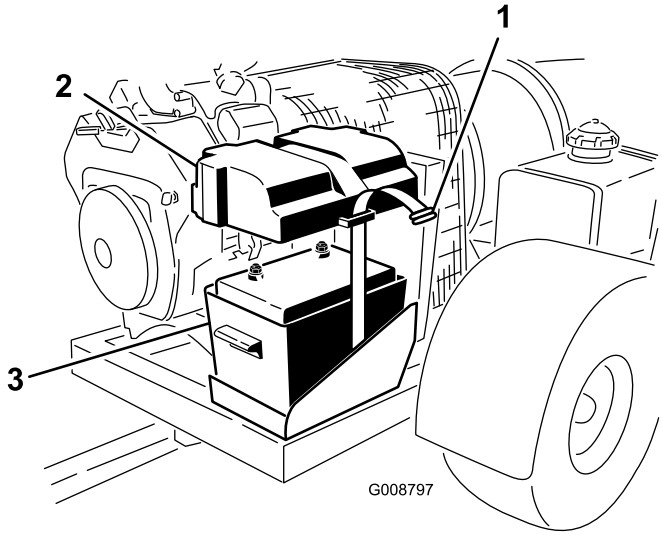

Figur 3
2. Ta bort remmen som håller fast batterikåpan på batterilådan (Figur 3).